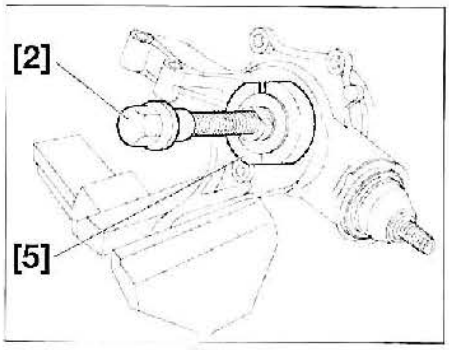

FIG. 19
• Colocar los útiles [5] (extractor ref. 9501-T.D4+9501-T.D5) y [2] (tornillo ref. 9501-T.A.) **(fig. 19)**.